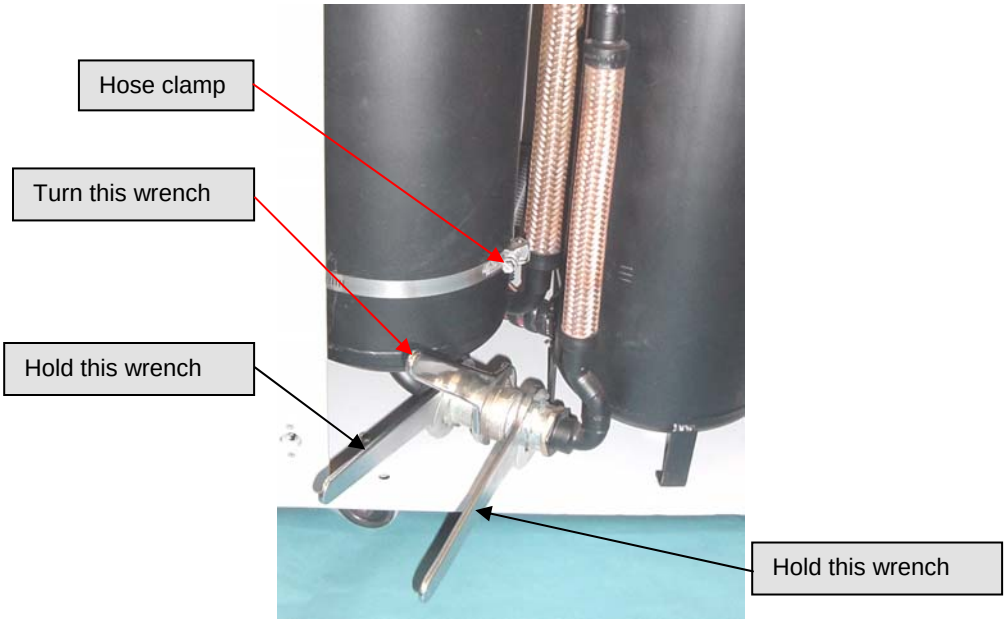

Figure 8-1: Disconnecting the Aeroquip® adsorber
5) Using three wrenches disconnect the Aeroquip® coupling between the adsorber and the oil separator as shown in Figure 8-1.